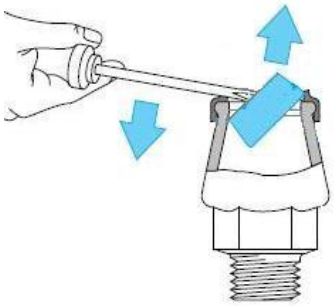

Figura 6
1. Rimuovere con attenzione l'anello di bloccaggio (v. Figura 6).